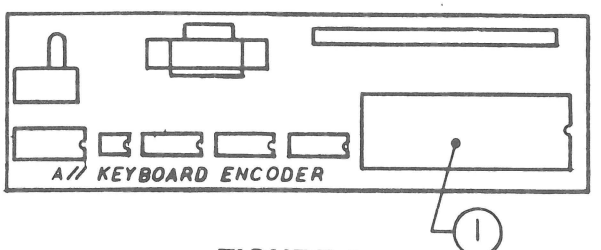

FIGURE 4
6.5 Memory Board (Figure 4)
APPLE /// and APPLE /// PLUS - MEMORY BOARD (Figure 4)